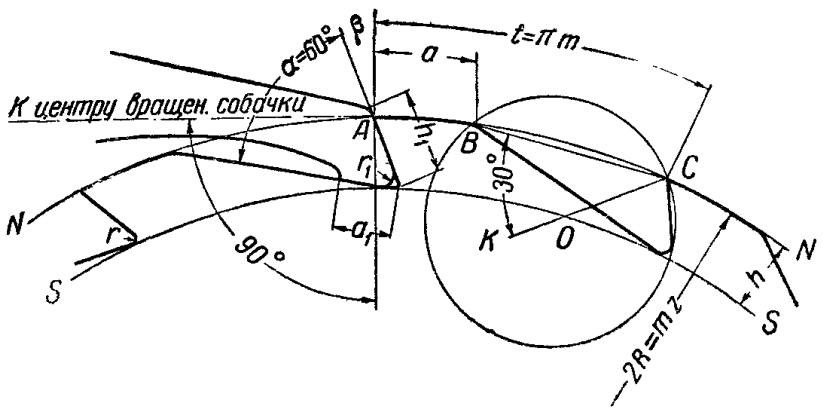

Рис. 1.
1) начальная окружность NN (см. рис. 1),
2) окружность оснований зубцов SS (см. рис. 1) и